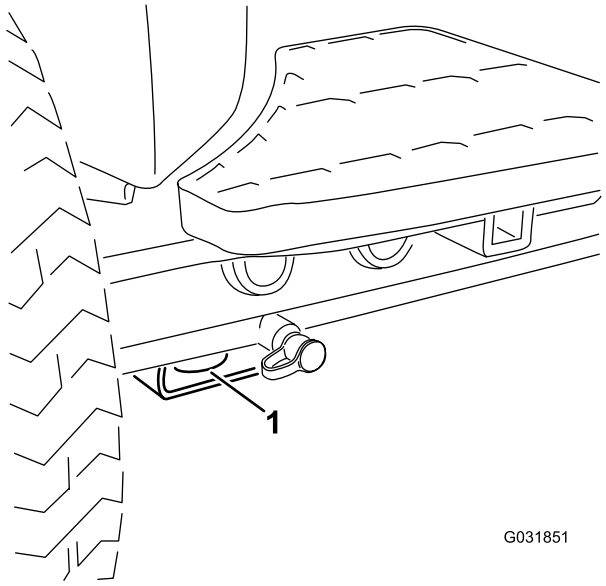

Figur 22
- **Maskinens främre del** – hålet i det fyrkantiga belägget under axelröret inuti respektive framdäck (Figur 22).